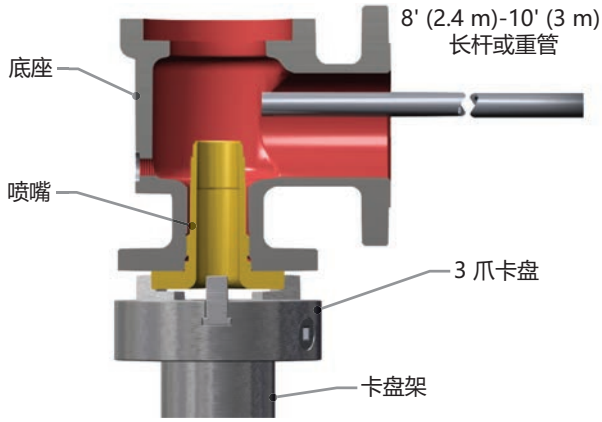

图 19: 从基座松开喷嘴
- 18. 使用垂直地焊接在用螺栓固定在混凝土地面的支座上的三爪或四爪卡盘，将喷嘴 (2) 卡入卡盘，用重棒或钢管分离阀瓣体（参见图 19）。